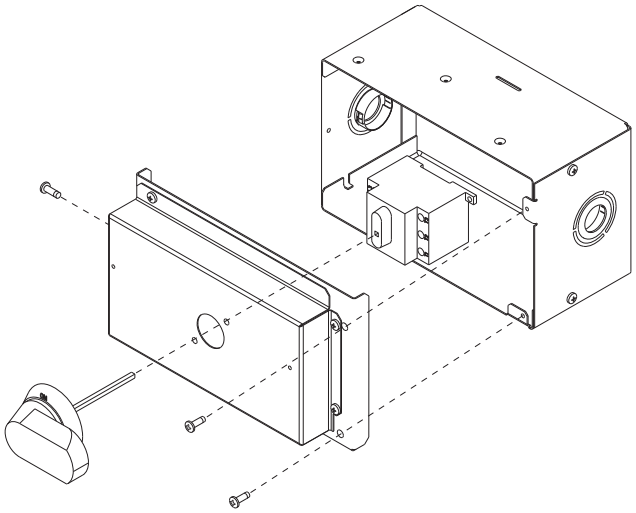

Fig. 19 — NFD Handle and Shaft Assembly
2. Remove (3) cap head screws that secure the NFD enclosure front cover — (2) on the face of the cover and (1) on the left side cover. See Fig. 19.
5. Insert the shaft with the cross pin on the top of the shaft in the horizontal position. See Fig. 19.
10. Secure the handle to the painted cover with (2) screws and lock washers supplied.
11. Engaging the shaft into the handle socket, re-install (3) hex screws on the NFD enclosure.